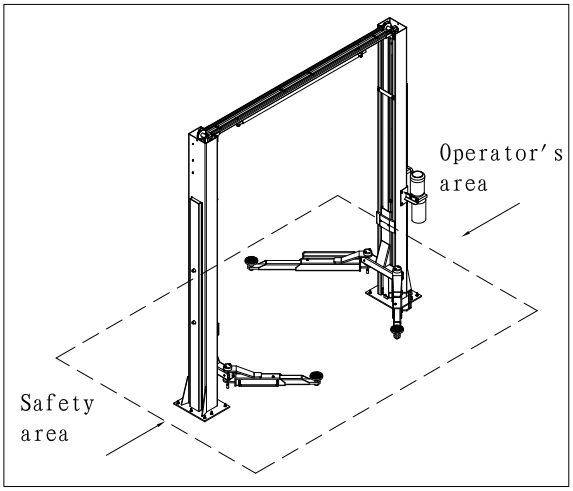

Fig. 8 Zone de travail
Pendant les mouvements de montée et de descente, l'opérateur doit rester au poste de commande défini à la figure 8. Toute présence dans la zone dangereuse indiquée sur cette figure est strictement interdite. La présence sous le véhicule est autorisée uniquement lorsque celui-ci est immobilisé en position élevée.
• Les personnes restent dans la zone de sécurité pendant la montée du véhicule (fig. 8).